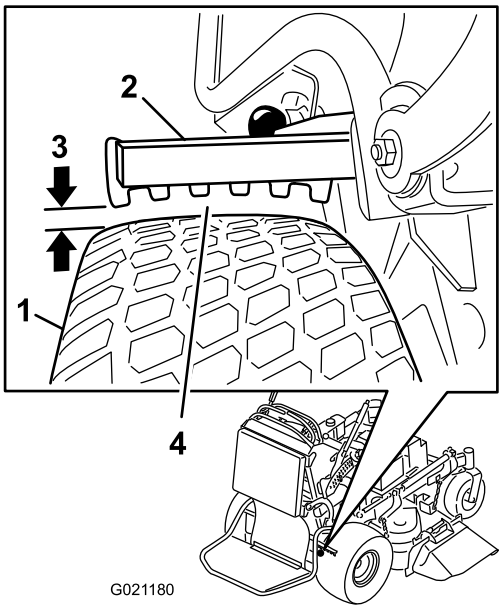

Figuur 62
6. Aan de zijde met de kleinste speling moet de afstand 3 tot 6 mm bedragen zoals afgebeeld op Figuur 62; zie Remmen afstellen (bladz. 46) als afstelling vereist is.
5. Stel de gaffel af (Figuur 62).